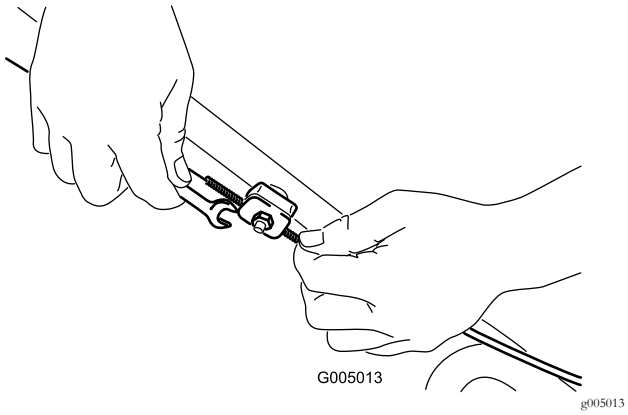

Figure 34
2. Loosen the cable support nut (Figure 34).